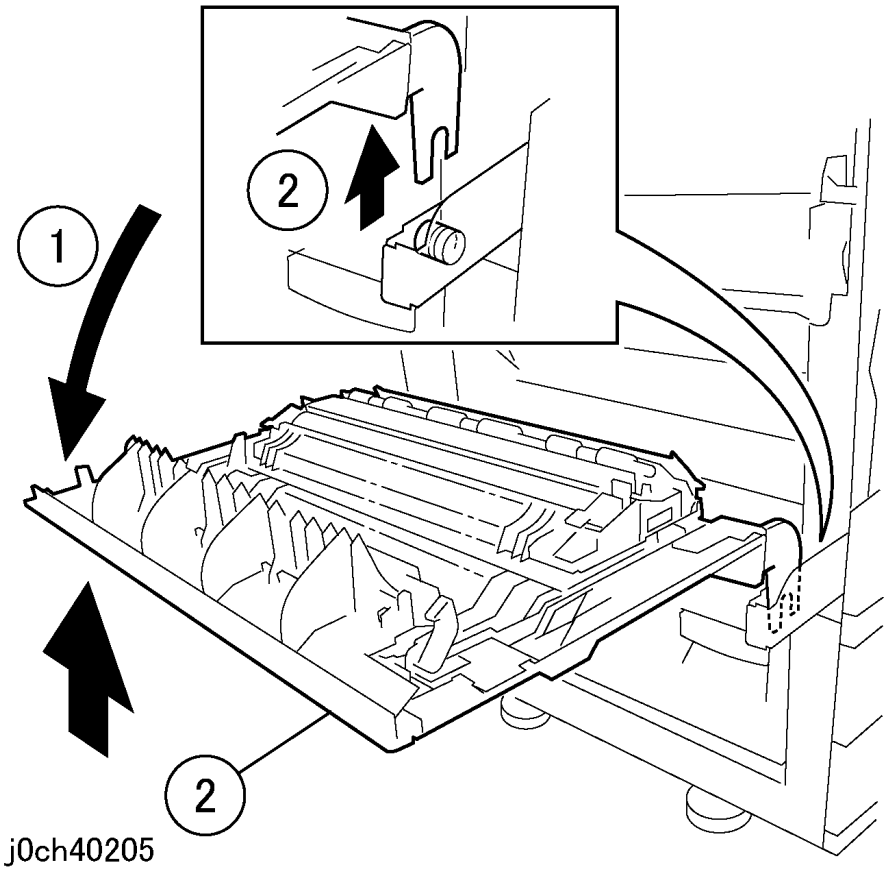

Рисунок 2 Снятие узла левой крышки (j0ch40205)
3. Снимите узел левой крышки (рисунок 2).